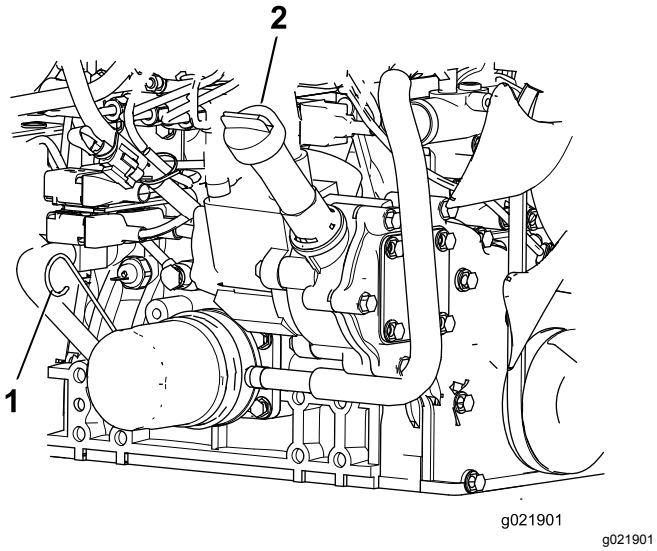

Figur 82
3. Fjern målepinden, tør den af, sæt den ind i røret, og træk den ud igen. Oliestanden bør være mellem FULL- og ADD-mærket (Figur 82).
4. Hvis olieniveauet er lavt, skal du fjerne dækslet og tilføje olie, indtil det er mellem FULL- og ADD-mærket (Figur 82).